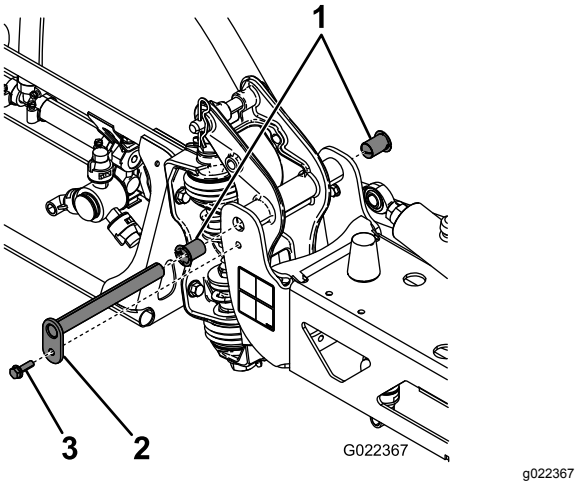

Figur 85
3. När sprutrampens vikt hålls upp tar du bort bulten och muttern som fäster svängtappen på sprutrampsenheten (Figur 85).
6. Ta bort nylonbussningarna från fram- och baksidan på tappfästet och undersök dem (Figur 85).
8. Montera sprutrampen och tappfästsenheten på mittramen, och se till att hålen kommer i höjd med varandra (Figur 85).